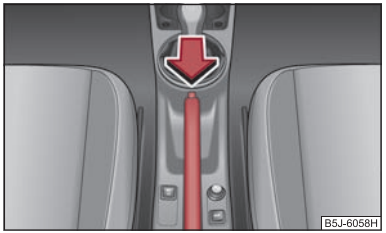

Fig. 94 Centre console: Handbrake
– Pull the handbrake lever up slightly and **at the same time** press in the locking button ⇒ fig. 94.